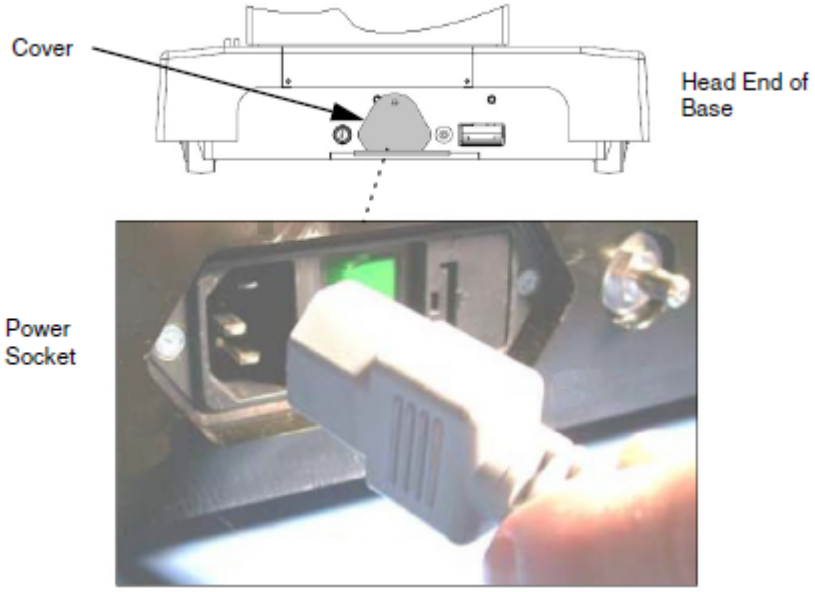

Figure 6-3. Connecting Table to Facility Power (Typical)
2. **Plug power cord into appropriate socket on table base (see *Figure 6-3*).**